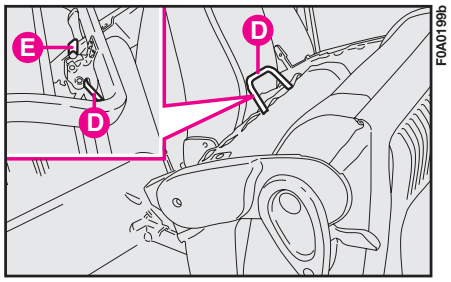

fig. 59
**Releasing the ladder:** press button **E-fig. 59** to release the ladder from the handle **D**. Reposition the ladder in its original position. Tip the seat by lowering the cushion and lifting the seat back. Make sure that the seat is locked.